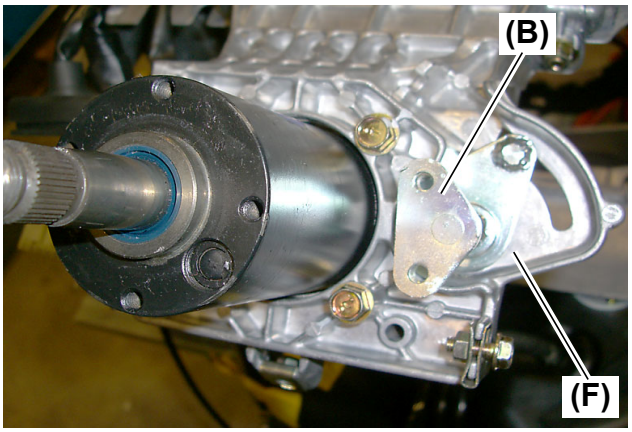

Fig. 5
- **The engine control lever base (Fig. 4, (A)), spacer (Fig. 4, 5, (B)), washer (Fig. 4, (C)), conical washers (Fig. 4, (D)), M10 nuts (Fig. 4, (E)) and steering bracket (Fig. 5, (F)) must not be oiled. Before installing them, remove any oil from them.**
- **The spacer (Fig. 4, 5, (B)) should be installed between the engine control lever base (Fig. 4, (A)) and the steering bracket (Fig. 5, (F)).**